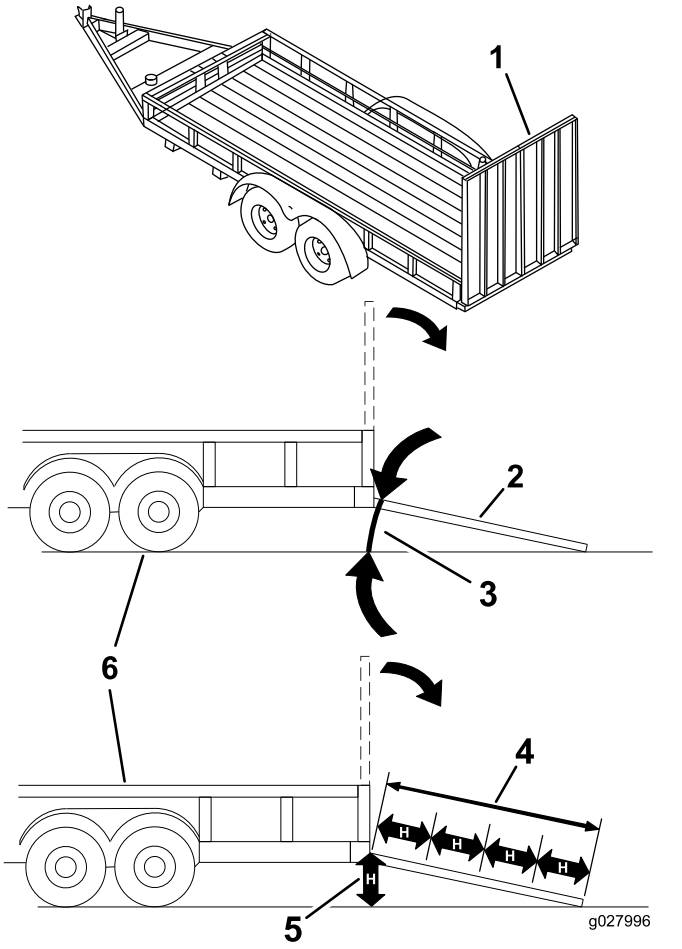

Figura 32
Colocar uma máquina num reboque ou camião aumenta a possibilidade de capotamento e pode provocar graves ferimentos ou morte (Figura 32).
3. Baixe a rampa, certificando-se de que o ângulo entre a rampa e o solo não é superior a 15 graus (Figura 32).
1. Baixe a rampa, certificando-se de que o ângulo entre a rampa e o solo não é superior a 15 graus (Figura 32).